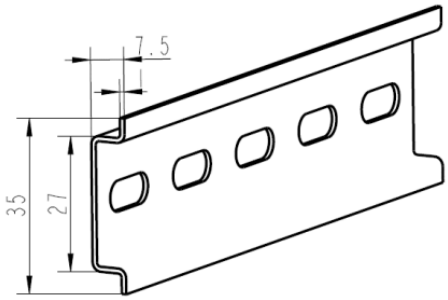

Fig. 1 Standard rail
(1) Installation and Operation
e. The TH35 - 7.5 (1.0) type standard rail is used for installation, as illustrated in Fig. 1.